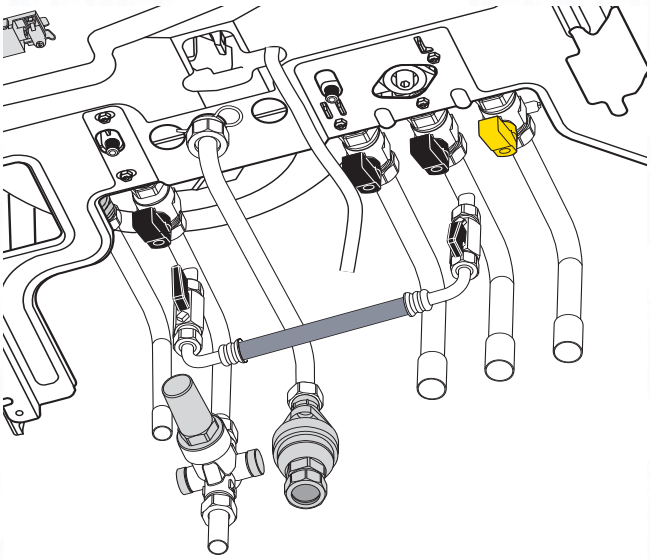

FIG. 15.1
- undo the 4 case retaining screws (Fig. 15.1)